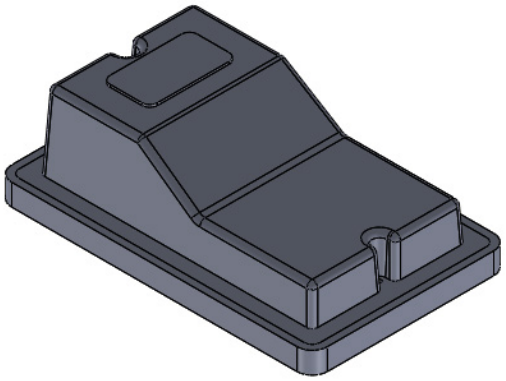

Figure 21-46 *Resultant Core*
10. Extrude the sketch up to the knitted surface and hide the knitted surface. Figure 21-46 shows the resultant core extracted from the plastic cover.